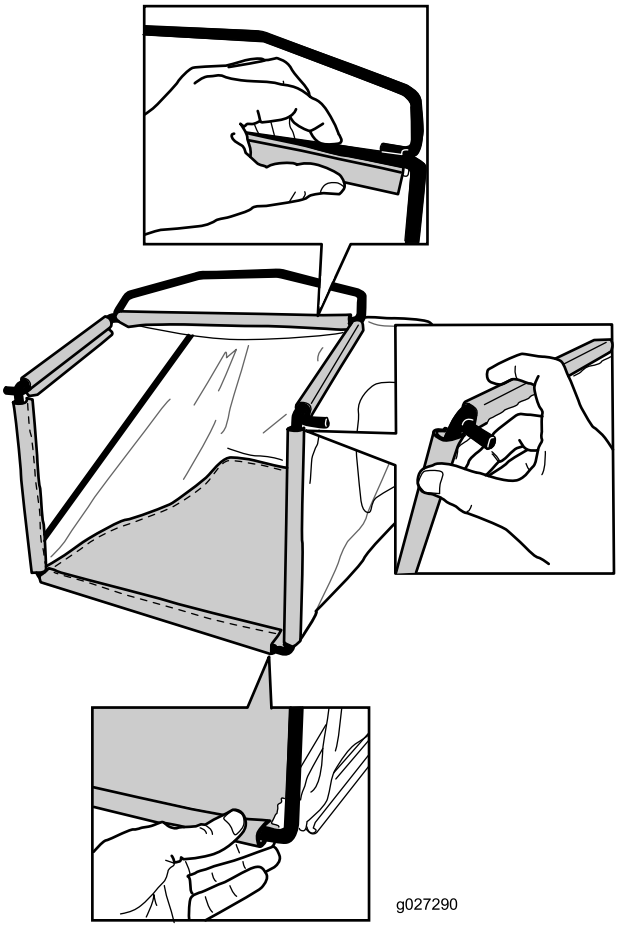

**Figuur 10**
2. Haak het onderste kanaal van de grasvanger over de onderzijde van het frame (Figuur 10).
3. Haak het bovenste en de zijkanalen van de grasvanger achtereenvolgens over de bovenzijde en de zijkanten van het frame (Figuur 10).